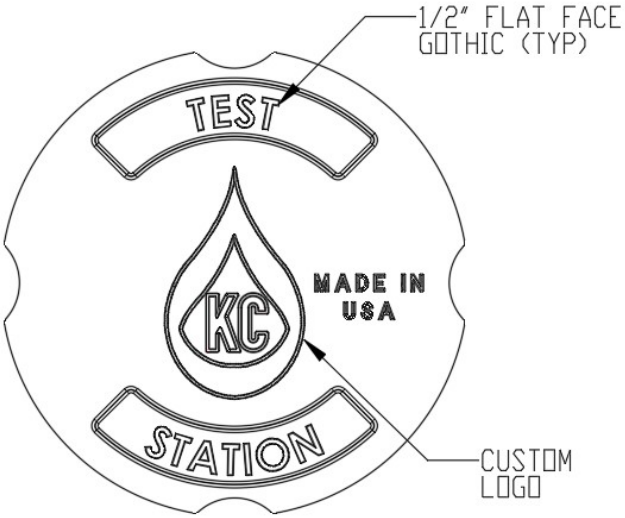

Figure 4: Standard Test Station Cover Markings
A. Test station lids and covers shall be as specified and shall be of the type suitable for the application. The valve box lid and cover shall be circular and the covers indented at the twelve (12) o'clock, three (3) o'clock, six (6) o'clock and nine (9) o'clock positions for ease of removal.
B. Markings – See Figure 4 at the end of this section for approved markings.